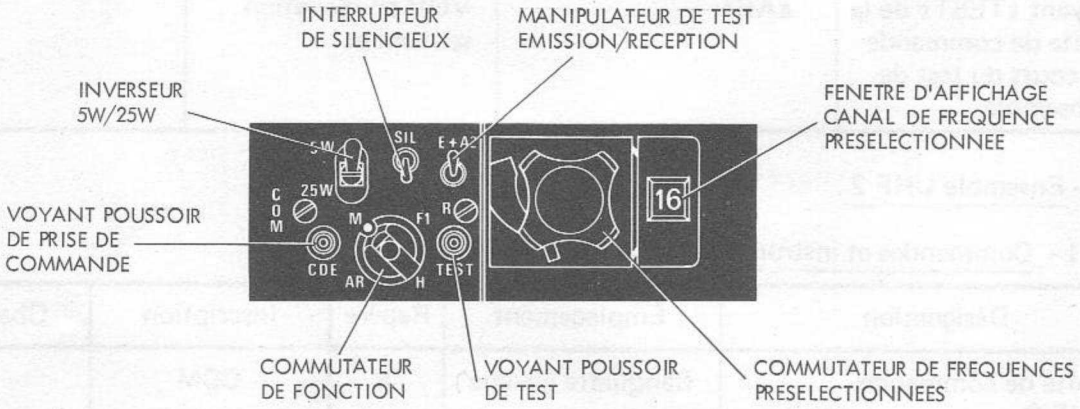

FIGURE 6 - BOITE DE COMMANDE UHF 2
10.3.2.1.1 - Boîte de commande (Fig. 6)